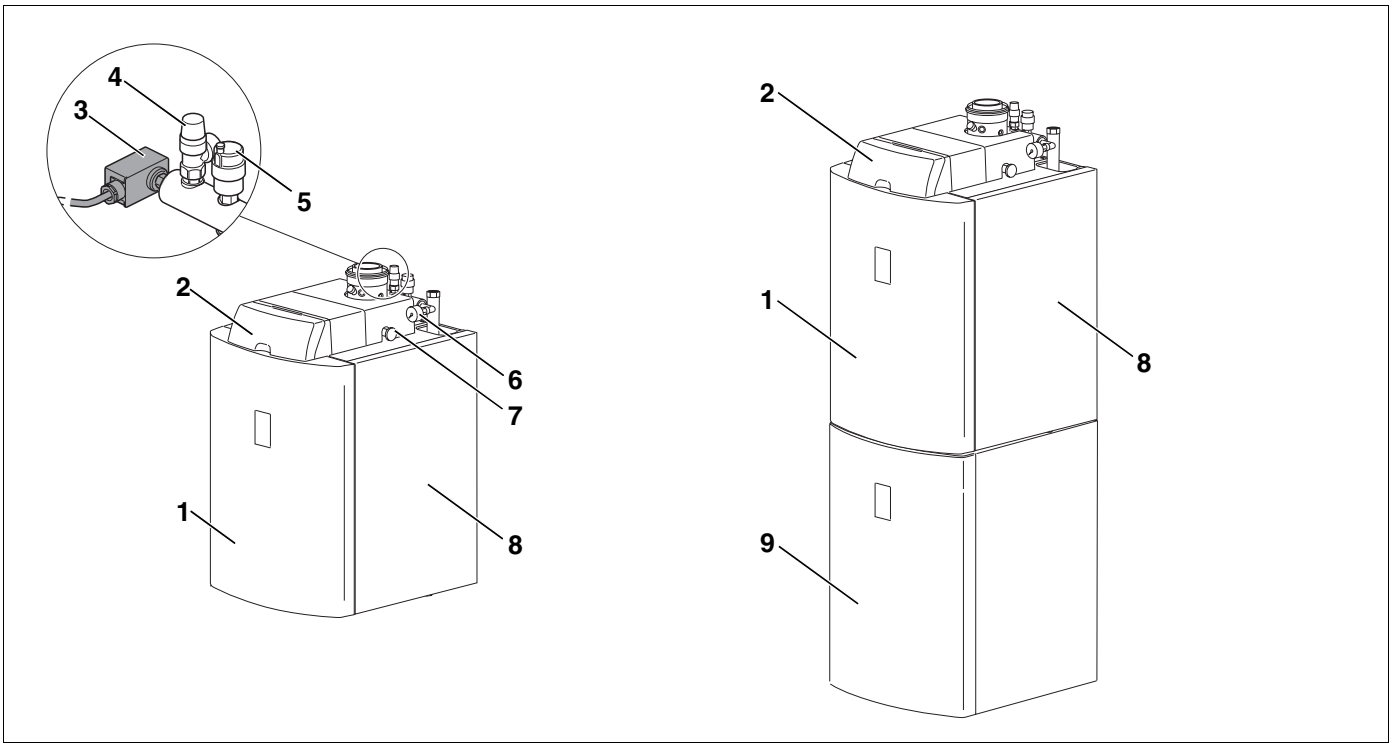

Abb. 1 Logano G135(T); links Öl-Kompakt-Heizkessel, rechts Wärmezentrale
Die Öl-Kompakt-Heizkessel Logano plus GB135 - 18 und Logano G135 - 25 (Abb. 1, links) werden werkseitig mit Brenner, Regelgerät und verschiedenen Zusatzkomponenten montiert. Alle Komponenten sind hydraulisch und elektrisch fertig angeschlossen.
Die Öl-Kompakt-Heizkessel Logano plus GB135T - 18 und Logano G135T - 25 (Abb. 1, rechts) bestehen aus dem jeweiligen Öl-Kompakt-Heizkessel, mit einem Warmwasserspeicher Logalux S135. Die Einheit (Wärmezentrale) ist ebenfalls komplett montiert, inklusive Kessel-Speicher-Verbindungsleitung.
– Kesselmantel (Abb. 1, **Pos. 8**, Seite 9) und Kesselvorderwand (Abb. 1, **Pos. 1**, Seite 9). Der Kesselmantel und die Kesselvorderwand verringern den Energieverlust.
– Integrierter Warmwasserspeicher Logalux S135 (Abb. 1, **Pos. 9**, Seite 9) bei Logano G135T mit Wärmeschutz aus FCKW-freiem Polyurethan-Hartschaum. Der Warmwasserspeicher ist mit einem Wärmetauscher ausgestattet. Der Wärmetauscher überträgt die Wärme aus dem Heizungswasser an das Trinkwasser. Der Speicherinhalt wird gleichmäßig erwärmt.
Druckschalter (Abb. 1, **Pos. 3**, Seite 9),
Sicherheitsventil (Abb. 1, **Pos. 4**, Seite 9),
automatischer Entlüfter (Abb. 1, **Pos. 5**, Seite 9),
Manometer (Abb. 1, **Pos. 6**, Seite 9),
Ölabsperrhahn (Abb. 1, **Pos. 7**, Seite 9),